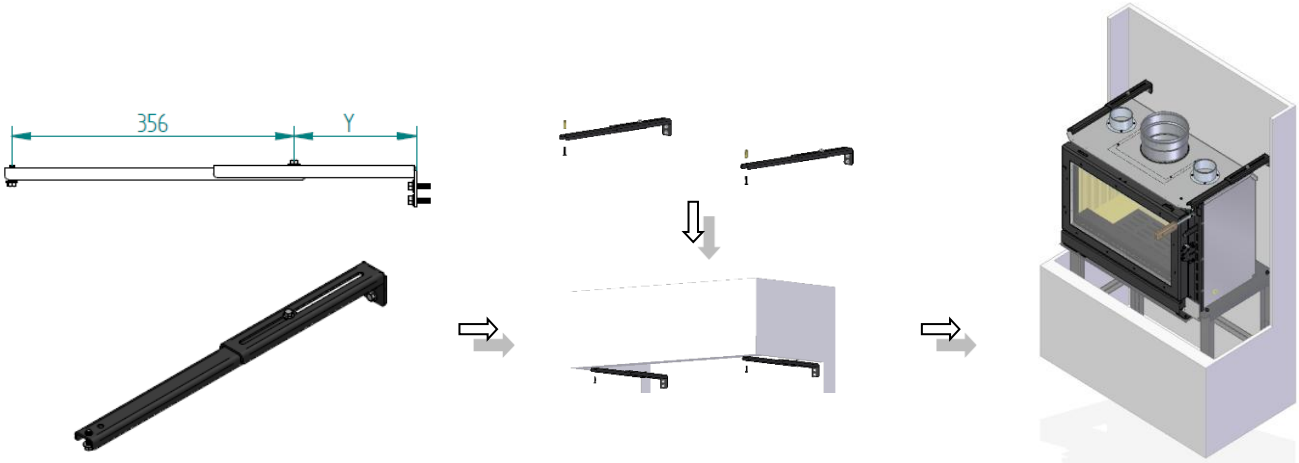

Figura 10 – Montagem apoios superiores - PA1090G053
8. Para aplicar os apoios superiores, antes de os fixar na parede, deve uni-los cá fora de acordo com a medida que mostra a Figura 10. A medida "Y" é a distância que o suporte irá ter á parede de fixação, esta medida deverá tirá-la no local a instalar para posteriormente poder apertar o conjunto de fixação.